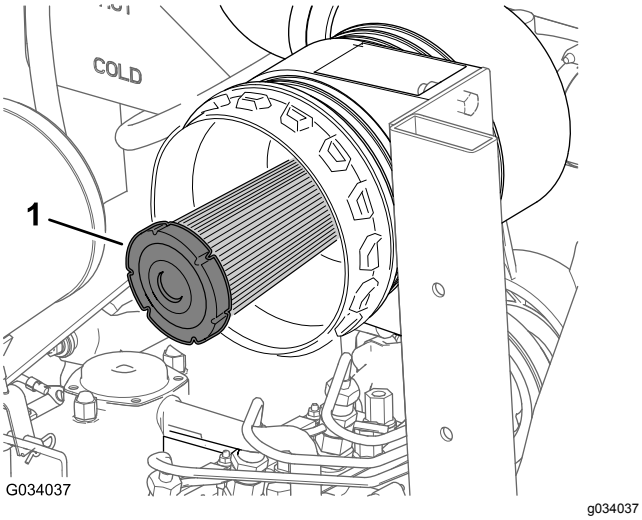

Figur 46
2. Kontrollera luftrenarens säkerhetsfilter med avseende på damm och skräp (Figur 46).
Viktigt: **Försök aldrig att rengöra säkerhetsfiltret (Figur 46). Byt ut säkerhetsfiltret mot ett nytt var tredje gång huvudfiltret servas.**